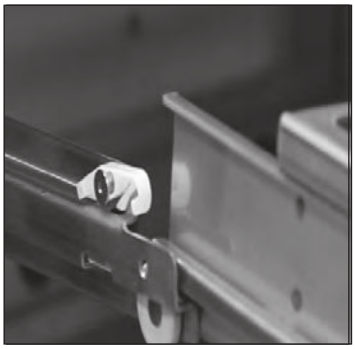

Fig. 7. Align the drawer with the drawer slide.
3. Press the plastic drawer retainer down and towards the back of the cabinet. See fig. 7.